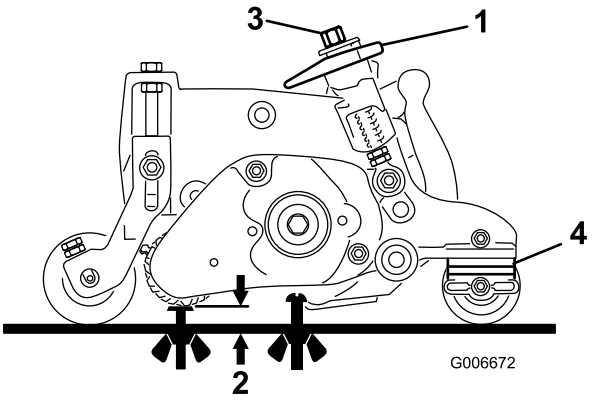

Figura 44
1. Asegúrese de que el acondicionador está ajustado a la altura de acondicionado (HOG) deseada (Figura 44).